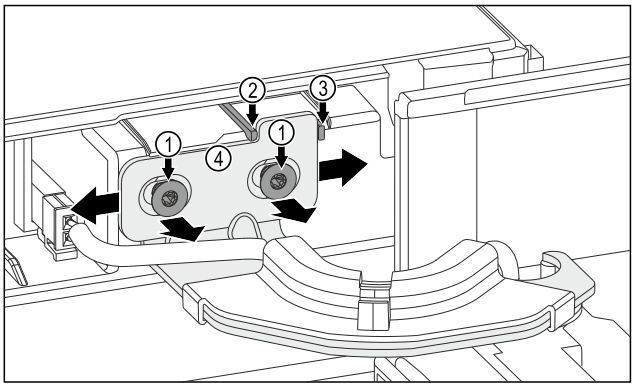

Fig. 8
▶ Povolte oba šrouby *Fig. 8 (1)*.
▶ Přesuňte dveře doprava: Odstraňte zajišťovací výstupek *Fig. 8 (3)*.
▶ Přesuňte dveře doleva: Odstraňte zajišťovací výstupek *Fig. 8 (2)*.
▶ Dveře dosáhly koncové polohy: Utáhněte oba šrouby *Fig. 8 (1)*.